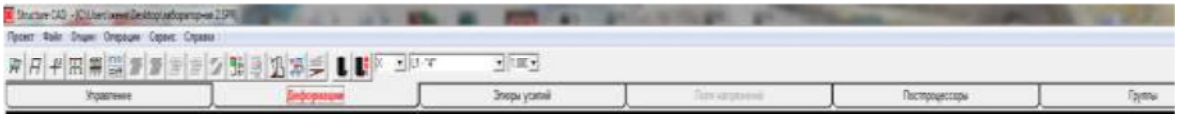

Рисунок 1.20 Инструментальная панель активизированной вкладки **Деформации** окно постпроцессора SCAD
13. Полученные результаты графически можно посмотреть, зайдя в позицию **Графический анализ** раздела **Результаты**. При этом появляется окно постпроцессора (рис. 1.20.),
Инструментальная панель активизированной вкладки **Деформации** (рис. 1.20) содержит кнопки, дающие возможность пользователю: